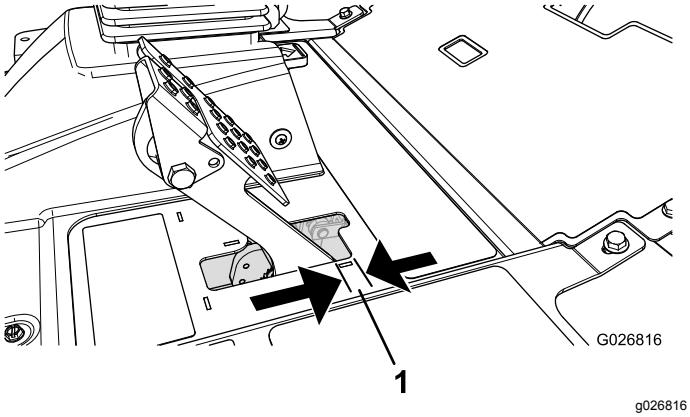

Figur 71
Juster bremserne, hvis bremsepedalen har mere end 2,5 cm fri vandring (Figur 71), eller hvis mere fastholdelseskraft er påkrævet. Fri vandring angiver den afstand, som bremsepedalen kan flyttes, før du mærker bremsemodstand.
2. Tilspænd den bageste møtrik for at flytte kablet bagud, indtil bremsepedalerne har 0,63 til 1,27 cm fri vandring (Figur 71), før hjulene låser.